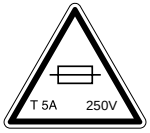

Figure 2-5. The fuse label on the Typhoon instrument.
- **On the Typhoon instrument—**The fuse holder is on the lower right side of the Typhoon instrument and contains two 5A, 250V (⊟, T5A, 250V) slow-acting fuses. The fuse label contains the fuse specifications (figure 2-5). The fuse holder accepts both 0.25-in by 1.25-in English fuses (designated 3AG fuses) and 5-mm by 20-mm metric fuses.